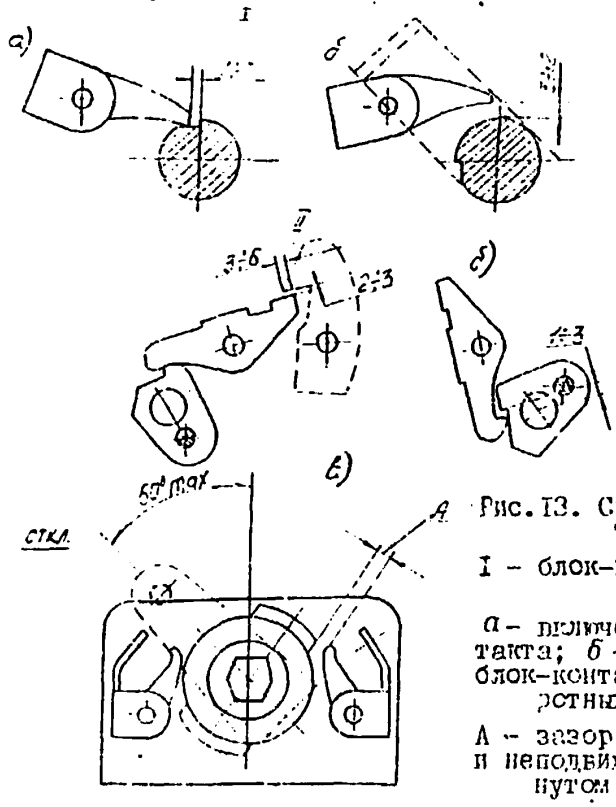

Рис.13. Схема регулировки блок-контактов КБВ и КБО:
17.8. Произвести регулировку блок-контактов (рис.13). При регулировке следует иметь в виду, что: